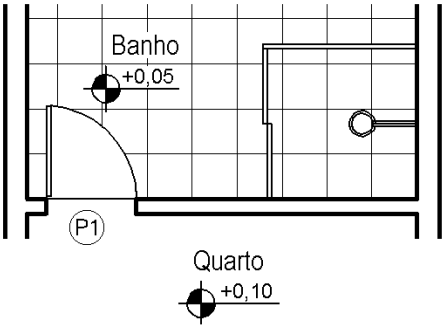

FIGURA 6
C.1.10) Pisos Impermeabilizados: Nos compartimentos em que seja exigido piso impermeabilizado, este deverá ser indicado com simbologia gráfica quadriculada padrão, sem interrupções e com linha fina contínua (FIGURA 6) ou apenas indicar com texto: PI ou Piso Impermeabilizado.